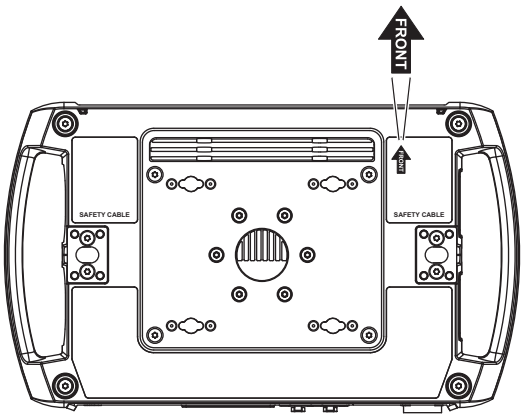

Figure 5 : Orientation de l'appareil
4. Interdisez l'accès à la zone de travail. Voir la Figure 5. Notez la position de la flèche indiquant la partie **AVANT** (**FRONT**) sur la base de l'appareil. En travaillant à partir d'une plate-forme stable, accrochez l'appareil sur le pont avec la flèche indiquant la partie **AVANT** face à la zone à éclairer. Serrez fermement les colliers de fixation.